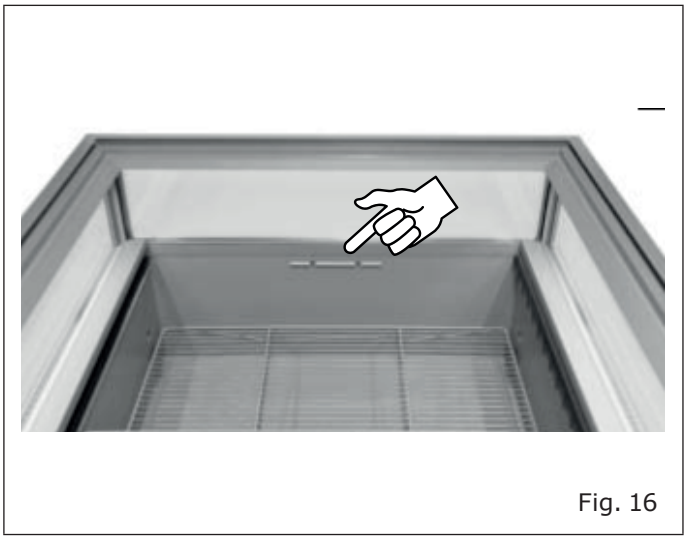

Fig. 16
- A mercadoria não ultrapasse a linha de carga ("Fig. 16").